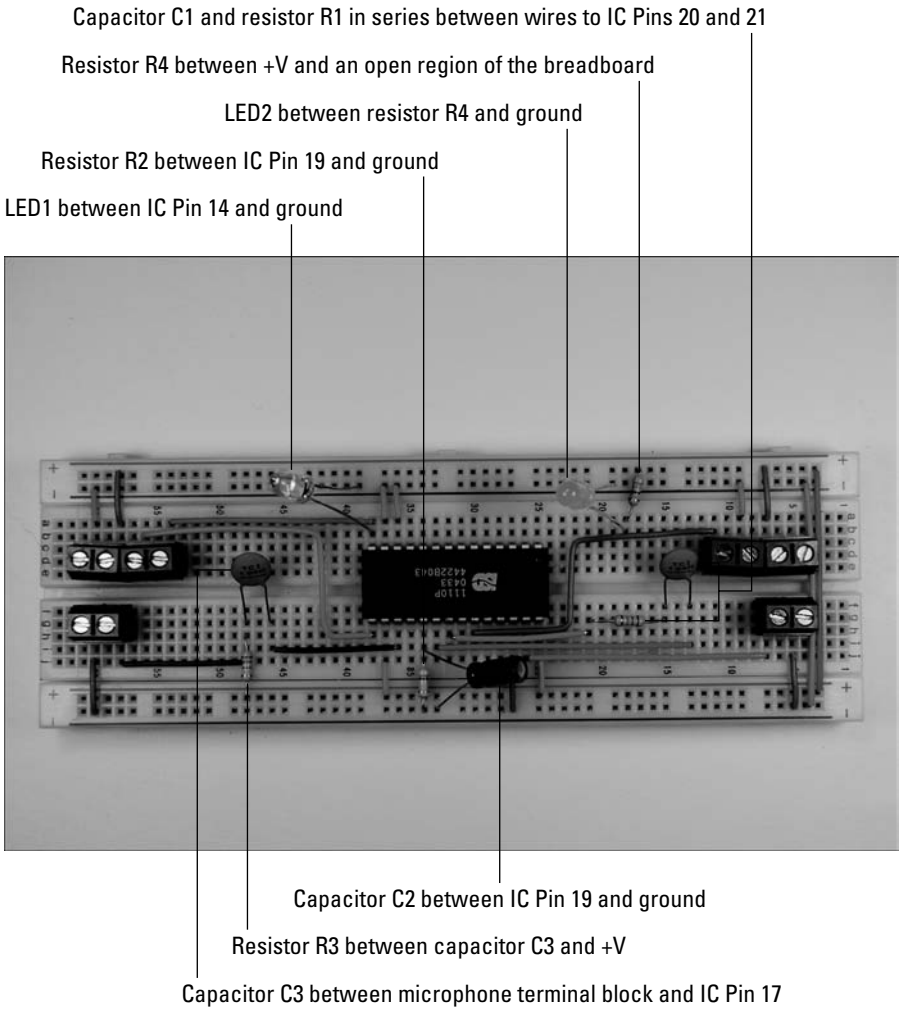

Figure 9-22: Insert discrete components on the breadboard.
5. **Insert discrete components on the breadboard, as shown in Figure 9-22.**